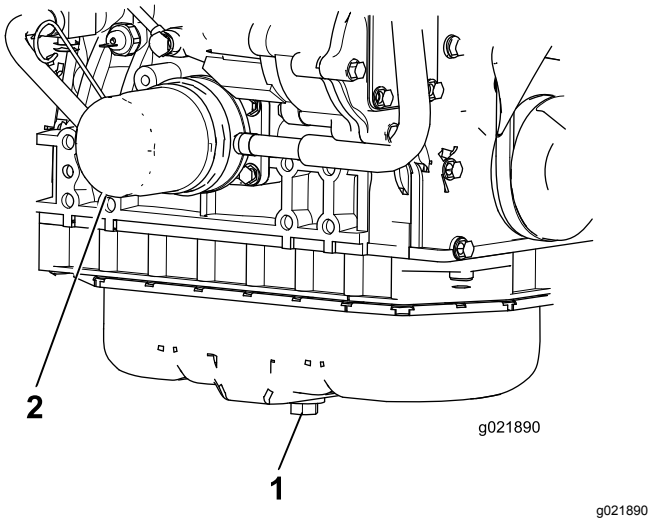

**Figur 56**
1. Fjern aftapningsproppen (Figur 56), og lad olien flyde over i aftapningsbeholderen. Når al olien er drænet, skal aftapningsproppen monteres.
2. Fjern oliefilteret (Figur 56). Smør et tyndt lag ren olie på det nye filters pakning, før det skrues på. **Overspænd ikke.**